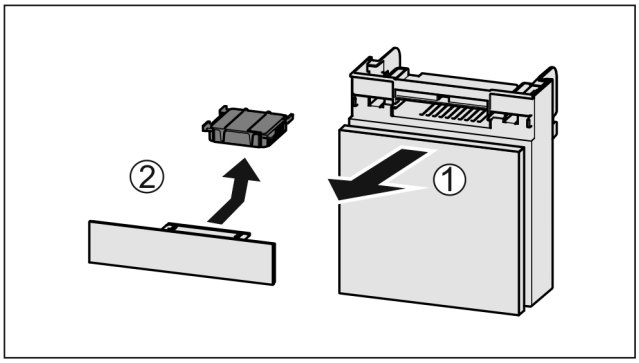

Fig. 132
▶ Pull out the compartment *Fig. 132 (1)*.
▶ Remove the carbon filter *Fig. 132 (2)*.